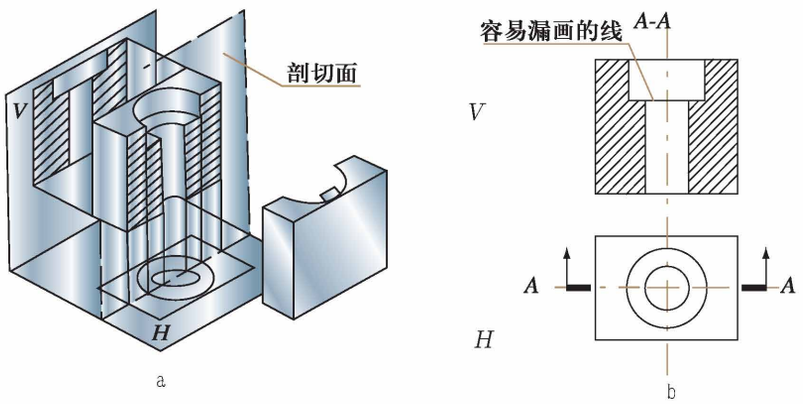

图 3–32 剖视图的形成
(1) 被剖切到的部分，应画上剖面符号。国家标准规定的剖面符号如下表。
(2) 剖切平面一般应通过机件的对称面或内部孔、槽等结构的轴线，如图 3–32a。